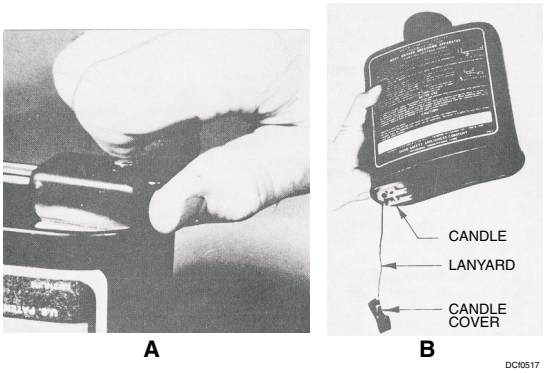

Figure 5-17. Removing the candle cover, views (A) and (B).
b. Remove the canister candle cover by rotating the swivel plate 180º. Push it down toward the center of the canister, as shown in view A of figure 5-17.
Leave the cover dangling by the lanyard, as shown in view B of figure 5-17. When you remove the candle cover, do NOT pull the lanyard so that the cotter pin is removed. The removal of the cotter pin fires the candle, and the canister starts generating oxygen. If this happens while the copper-foil seal is intact, internal pressure in the canister will build up. This pressure will cause the copper foil seal or the canister seam to rupture.